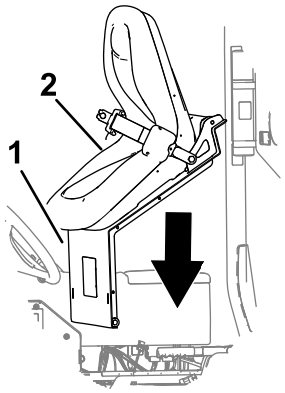

Rysunek 222
1. Ustaw fotel z płytą fotela na ramie maszyny (Rysunek 222).